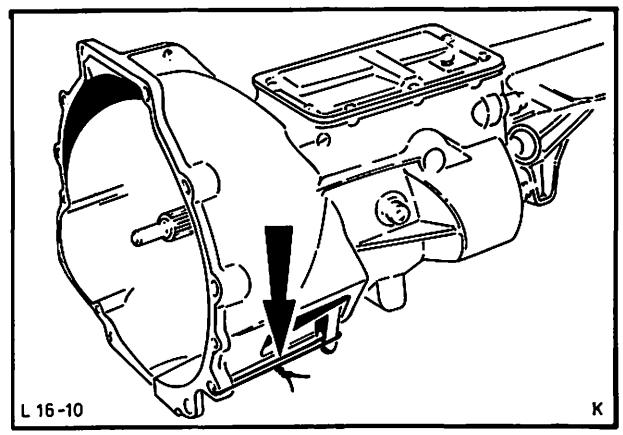

Abb. 13 Kupplungsschwinge in Einbaulage befestigen
13. Um ein Herausrutschen der Schwinge beim Einbau zu verhindern, Kupplungsschwinge mit Draht am Kupplungsgehäuse befestigen. Abb. 13.